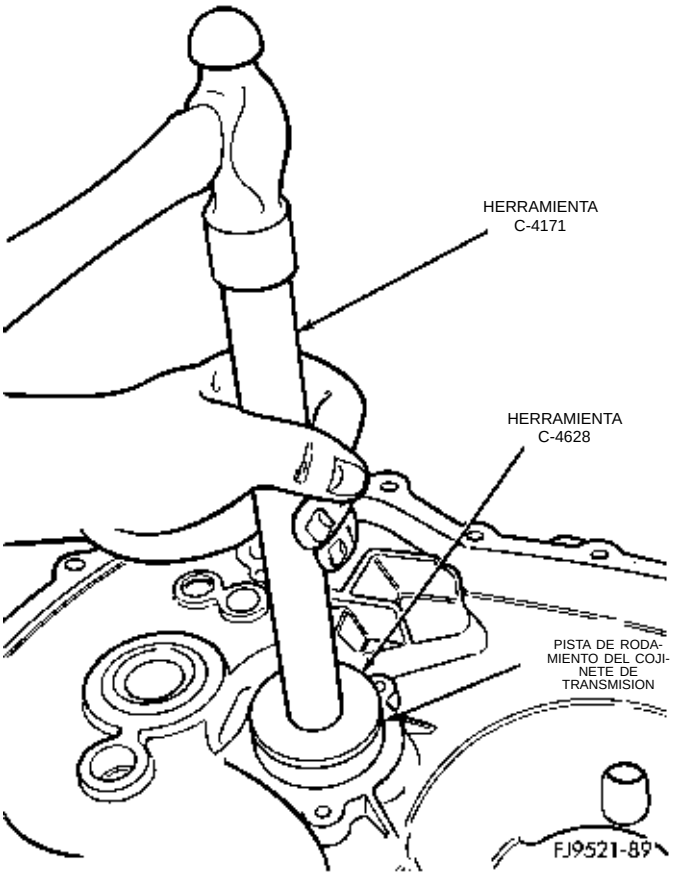

Fig. 126 Instalación de la pista de rodamiento del cojinete de transmisión
(1) Alinee la pista de rodamiento del cojinete de transmisión con el hueco para la pista.
(2) Inserte la herramienta Nº 4628 con C-4171 en la pista de rodamiento del cojinete de transmisión (Fig. 126). Golpee ligeramente la pista de rodamiento en el hueco. Instale el cojinete de transmisión en la pista. Compruebe que la jaula de mayor diámetro